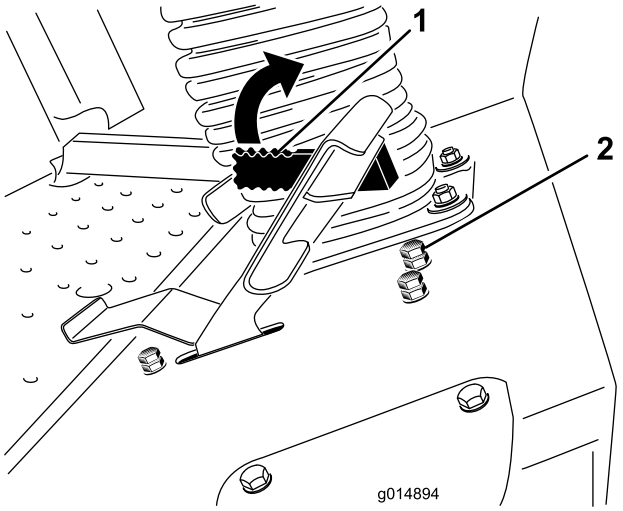

Figur 61
Du kan fälla fram klipphastighetsbegränsaren (Figur 61) för att minska hastigheten när du kör maskinen.
3. Lossa kontramuttern på klipphastighetsbegränsarens stoppbult (Figur 61).